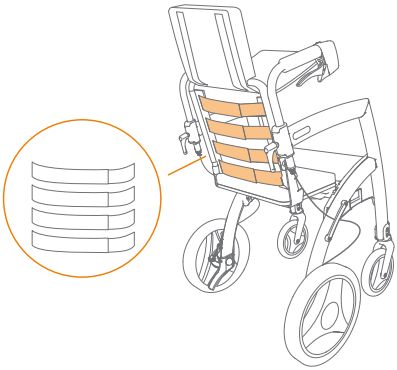

Figuur 45: Losser voor meer zitdiepte.
c. Verstel de banden door het klittenband los te trekken en weer vast te maken op de gewenste afstelling **(Figuur 45)**.